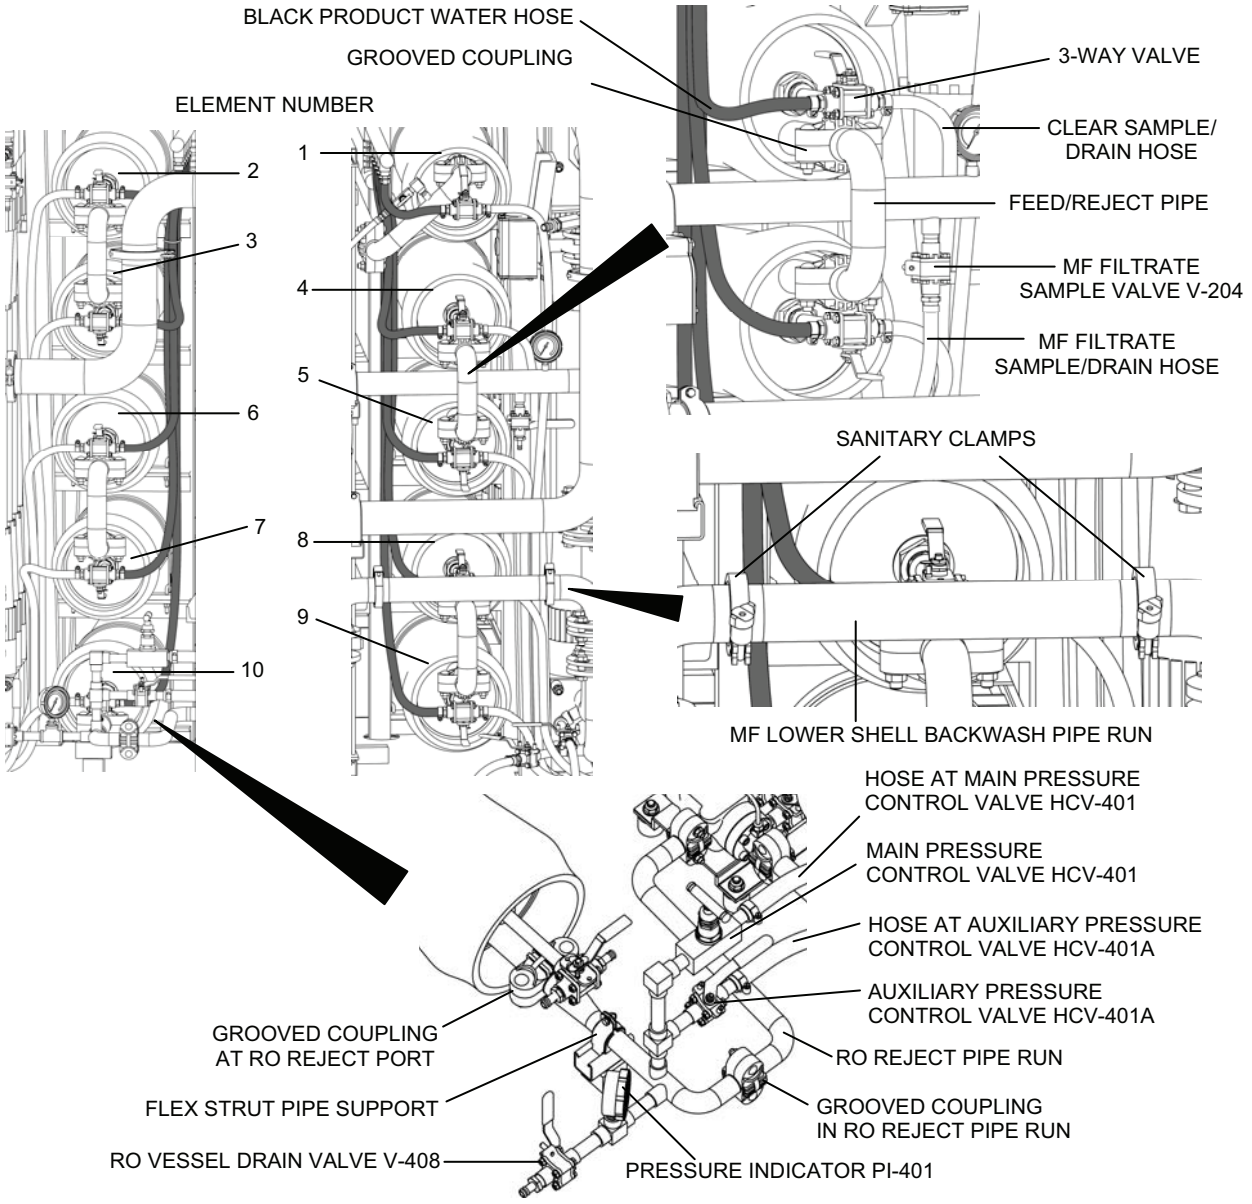

Figure 10. Parts to Remove in Order to Remove RO Elements.
2. Remove the following piping (Figure 10):